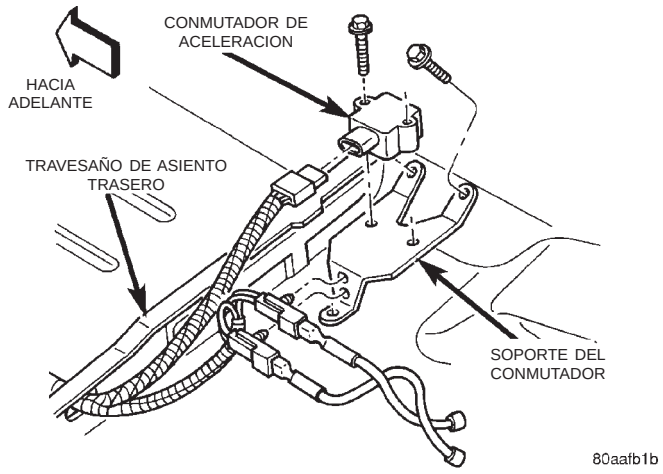

Fig. 12 Instalación del conmutador de aceleración
(1) Eleve y pliegue hacia adelante el conjunto de asiento trasero a fin de acceder al sensor.
(2) Desconecte el mazo del conmutador.
(3) Retire los tornillos de instalación del conmutador (Fig. 12).
(4) Retire el conmutador de aceleración.